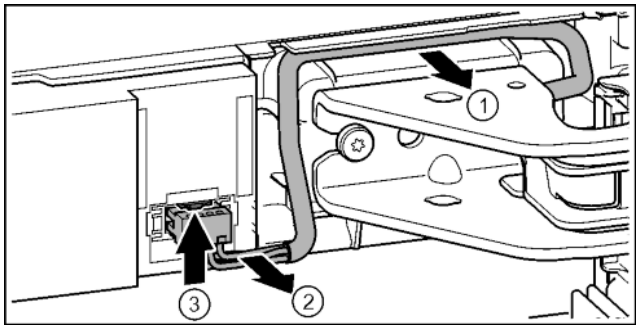

Fig. 20
▶ Kabel nad stojanem ložiska opatrně uvolněte z vedení. *Fig. 20 (1)*
▶ Kabelové prameny opatrně táhněte z kanálu. *Fig. 20 (2)*
▶ Tlačte lamelu nahoru a opatrně vytáhněte zástrčku. *Fig. 20 (3)*